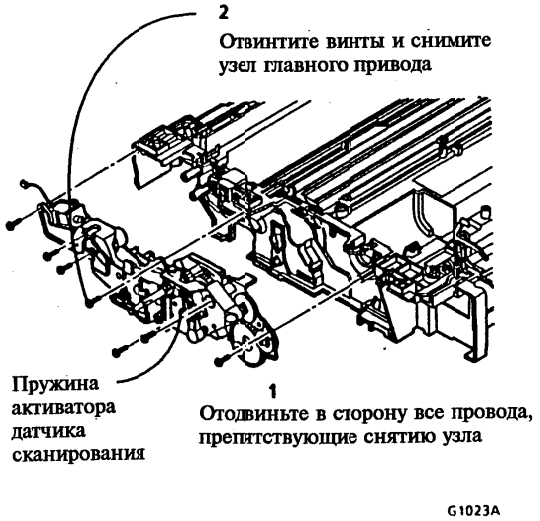

Рисунок 1. Снятие узла главного привода (5305)
2. (Рисунок 1): Снимите узел главного привода.